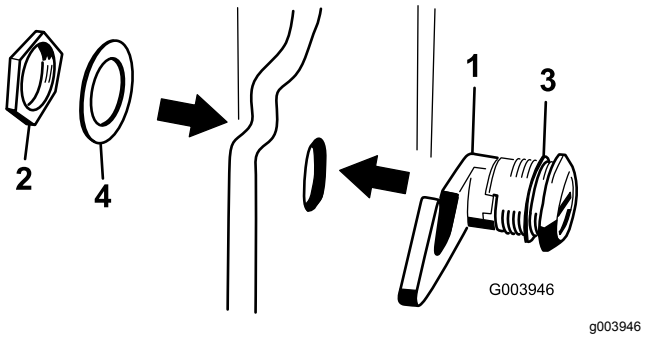

**Figur 19**
3. Fjern mutteren fra panserlåsenheten (Figur 19).